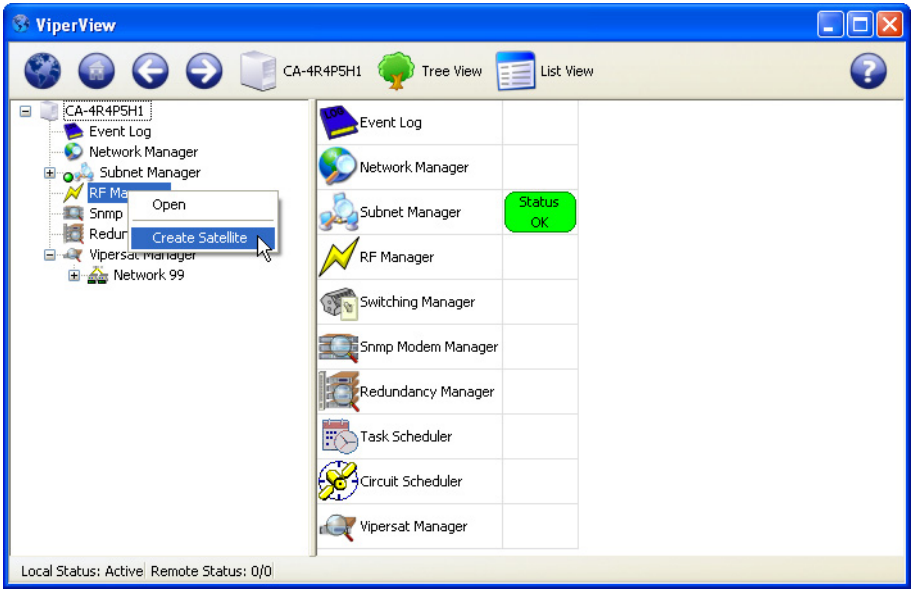

Figure 3-20 Create Satellite menu command
1. Right-click on the RF Manager and select **Create Satellite** from the drop-down menu (figure 3-20).